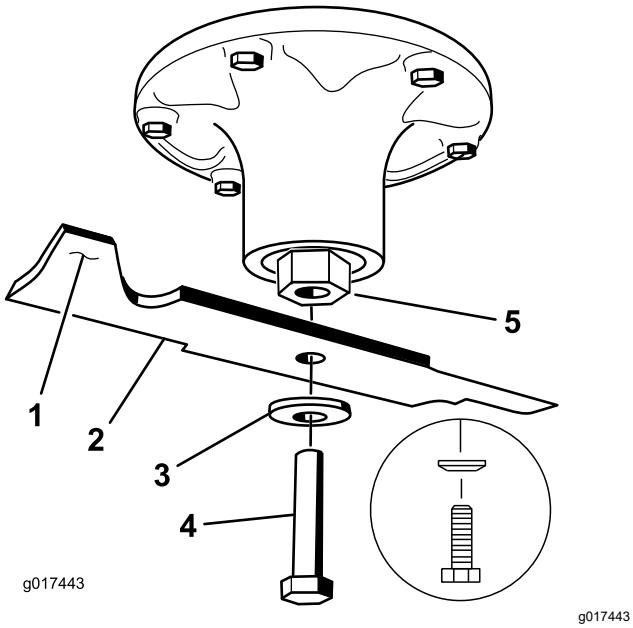

Figur 78
2. Avlägsna knivskruven, den böjda brickan och kniven från spindelaxeln (Figur 78).
1. Montera kniven på spindelaxeln (Figur 78).
2. Montera den böjda brickan och knivbulten (Figur 78).